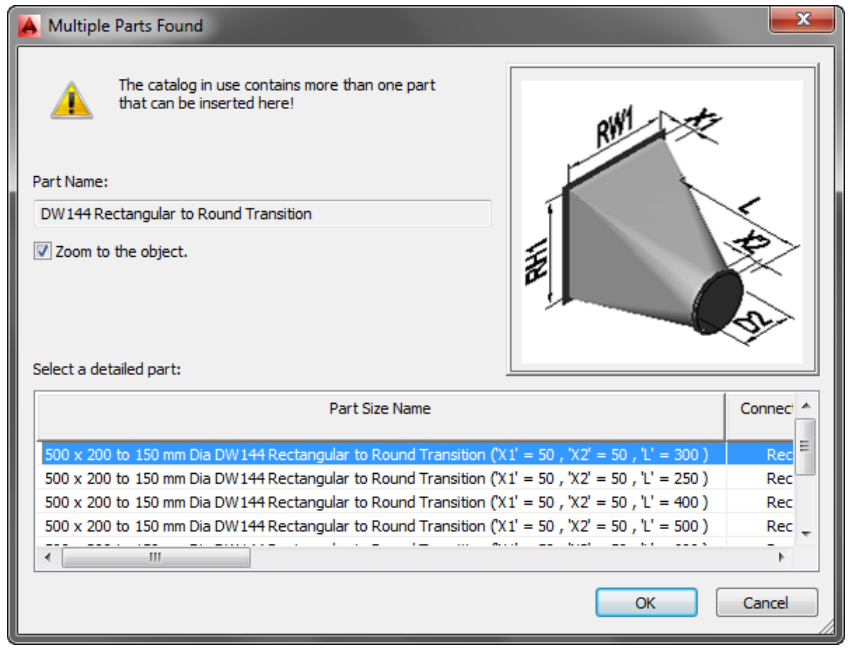

Figure 4-32 *The* ***Multiple Parts Found*** *dialog box*
3. Choose the **Start** button from the **4** area of the dialog box; the **Multiple Parts Found** dialog box is displayed, refer to Figure 4-32.